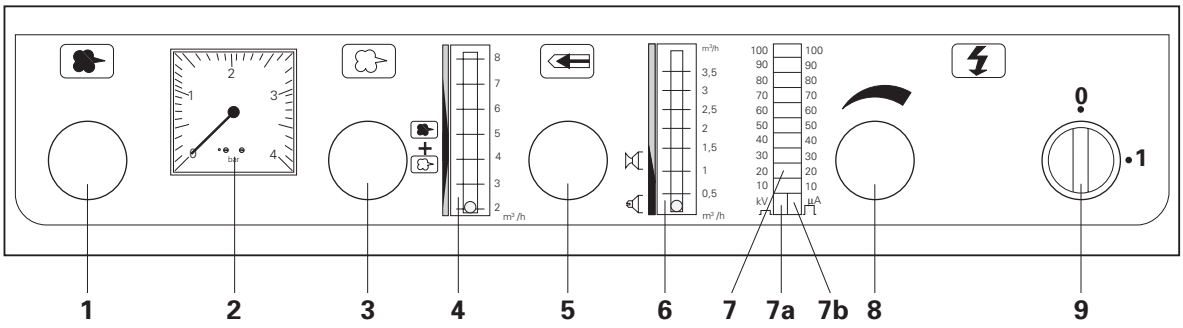

Figure 9
- Adjust the rinsing air on the control module with the control knob (**5** - *Fig. 9*) so that the ball in the flowmeter (**6** - *Fig. 9*) "floats" in the lower green area of the scale (Flat jet nozzle symbol).
- Adjust the rinsing air on the control module with the control knob (**5** - *Fig. 9*) so that the ball in the flowmeter (**6** - *Fig. 9*) "floats" in the upper green area of the scale (Round jet nozzle symbol).